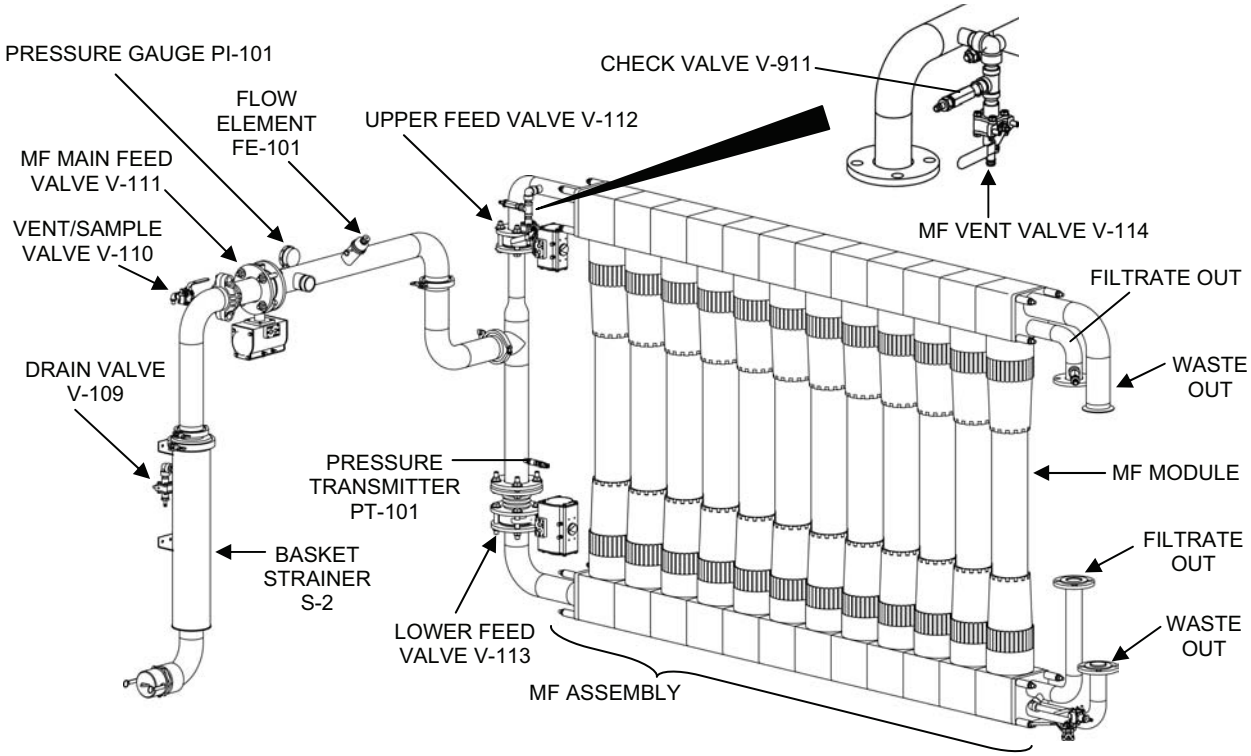

Figure 9. MF System: Strainer S-2 to MF Modules.
- **Two 3-in., 10-ft. long discharge hose**. Connect the MF Feed Pump P-3 discharge to the TWPS skid connection at Basket Strainer S-2 (see Figure 9 for Basket Strainer S-2).
MF System: Strainer S-2 to MF Modules (see Figure 9)
- **Pressure Gauge PI-101**. Measures pressure of the MF feed supplied to the micro-filter (MF) assembly. The pressure indication is for operator reference.
- **Flow Element FE-101 and Flow Transmitter FT-101**. (FT-101 is not shown in Figure 9. It is located in the instrument/solenoid panel box shown in Figure 23). FE-101 and FT-101 measure the MF flow (feed flow to the MF assembly when filtering, backwash flow to the MF assembly during backwash). This flow is displayed at the operator control panel (OCP).
- **Micro-Filtration (MF) Assembly.** Consists of 12 parallel filter modules, MF-1 through MF-12, that remove suspended solids and microorganisms from the MF feed water. Each filter module contains a filter element that is composed of a bundle of hollow, porous fibers. MF feed water enters the MF assembly, passes through the porous wall of each fiber, and exits the hollow core of each fiber as filtrate (filtered MF feed water). The suspended solids and microorganisms that accumulate on the fibers are removed from the fibers during regular automatic backwashes.
- **Pressure Transmitter PT-102.** Measures filtrate pressure. The difference between the feed pressure measured by PT-101 (Figure 9) and the filtrate pressure is the trans-membrane pressure (TMP; pressure drop across the membranes, or filter element fibers, of the MF assembly). TMP (pressure drop) is displayed at the operator control panel (OCP) and is an indication of how porous (or how clogged) the fibers are. A high TMP indicates that the MF fibers are becoming clogged with material and need to be cleaned.
- **MF Filtrate Pressure Gauge PI-201.** Measures the filtrate pressure in the line between the micro-filter (MF) assembly and the RO feed tank. The pressure indication is for operator reference. The operator can compare the PI-101 feed pressure gauge reading with the PI-201 filtrate pressure gauge reading as a manual check against the TMP that is measured automatically by Pressure Transmitters PT-101 and PT-102.